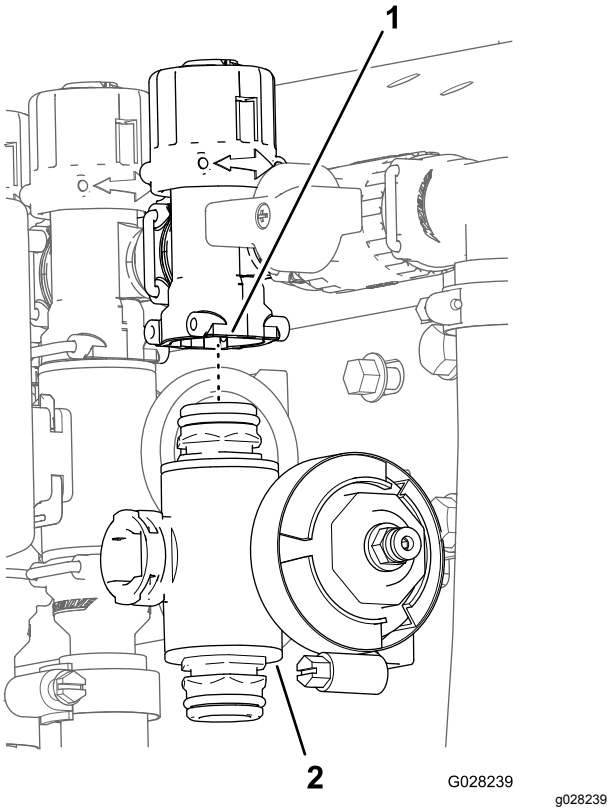

**Rysunek 70**
3. W przypadku zaworów sekcji lewego i prawego wysięgnika odkręć śruby kołnierzowe i nakrętki zabezpieczające kołnierzowe mocujące zawory sekcji do ich wsporników, a następnie odkręć od maszyny rozgałęźniki zaworów. W przypadku zaworów sekcji centralnej odkręć rozgałęźnik zaworu sekcji od maszyny (Rysunek 70).